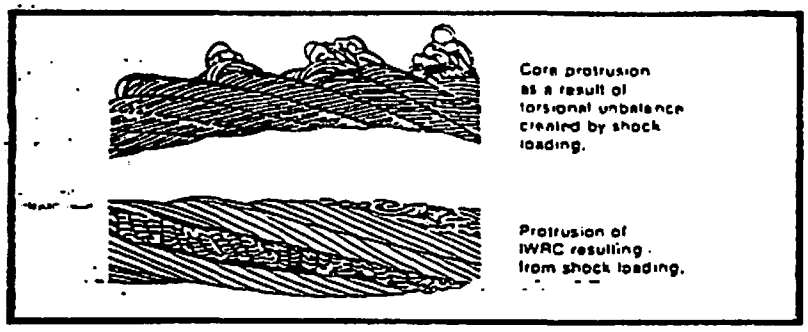

FIGURE 5-39. CORE PROTRUSION
15. Core Protrusion (Figure 5-39)